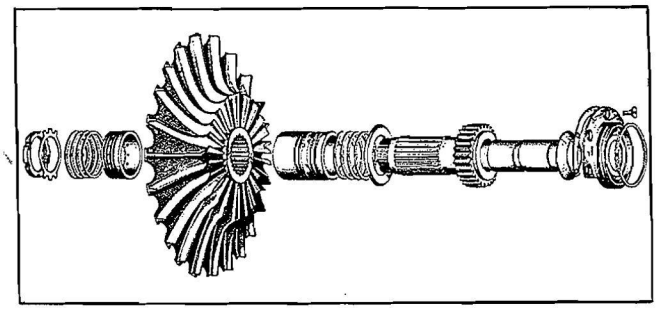

Figure 23—Supercharger Impeller and Impeller Shaft
b. IMPELLER.—The impeller operates with the inlet side facing the rear of the engine, and is mounted on a splined, hollow shaft which is supported by journals on the crankshaft extension. Refer to Figure 23. The impeller shaft is machined from a steel forging